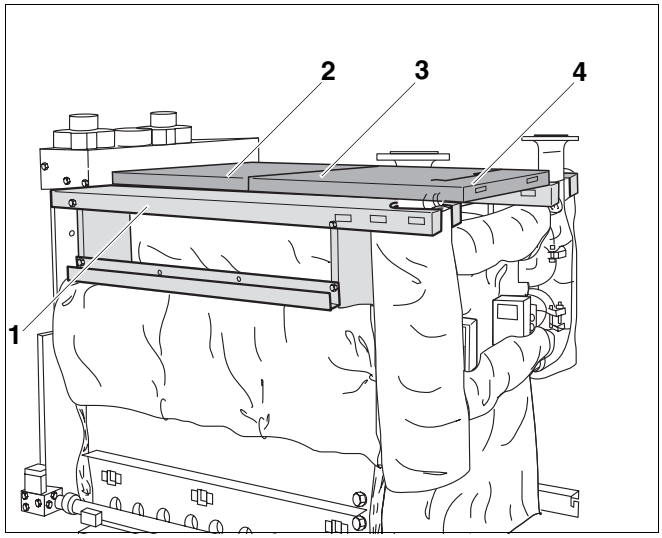

Afb. 72 Ketelafdekkappen monteren
- Plaats de achterste ketelafdekplaat (afb. 72, **pos. 2**) en schroef ze aan de zijdelingse afdekplaten (afb. 72, **pos. 1**) met schroeven met een vlakke kop 3,9 × 9,5. Vanaf grootte 2 × 12 is er eveneens een bijkomende middenste ketelafdekkap (afb. 72, **pos. 3**), die tussen de voorste ketelafdekplaat (afb. 72, **pos. 4**) en de achterste ketelafdekplaat (afb. 72, **pos. 2**) gelegd moet worden.